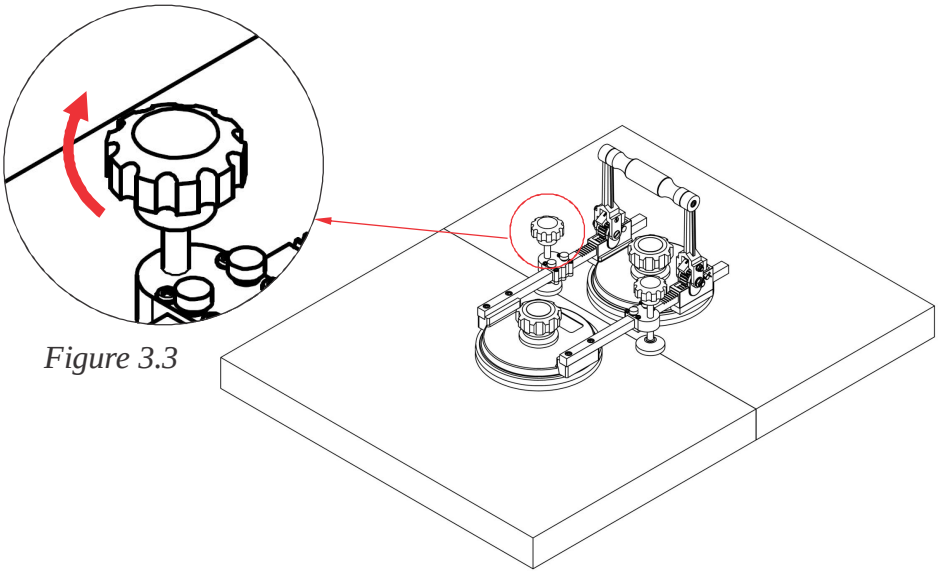
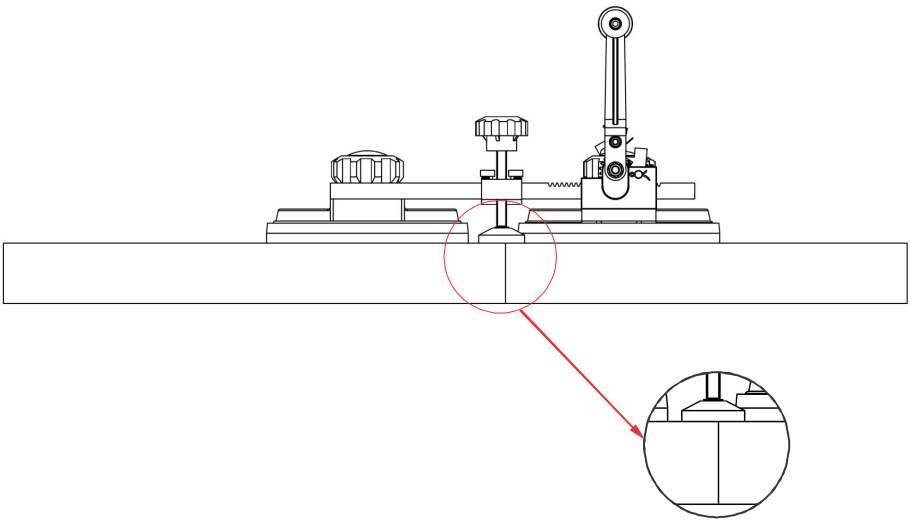

Figure 3.3
Figure 3.4
- Tighten the pusher into the stone surface by turning the adjustment knob clockwise (Figure 3.3) untill the height of two piece of (e.g. stones, slabs, or tiles) is aligning evenly. (*Figure 3.4*).